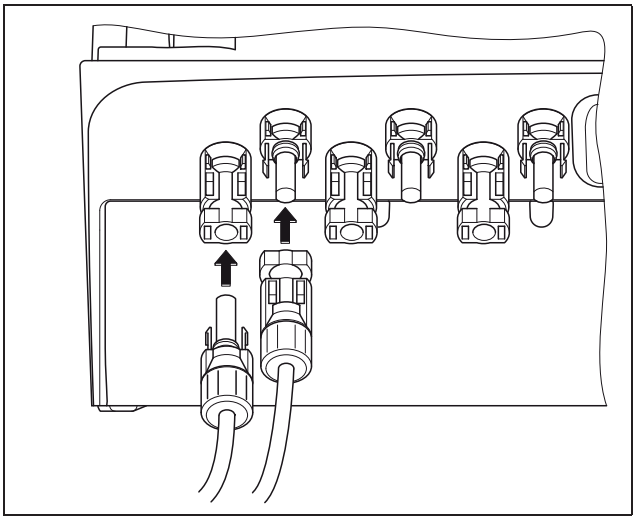

Abbildung 19: *PV-String anschließen*
- Stecken Sie die Stecker des PV-Strings bis zum Einrasten in die entsprechenden Gegenstücke am Wechselrichter (Abbildung 19).